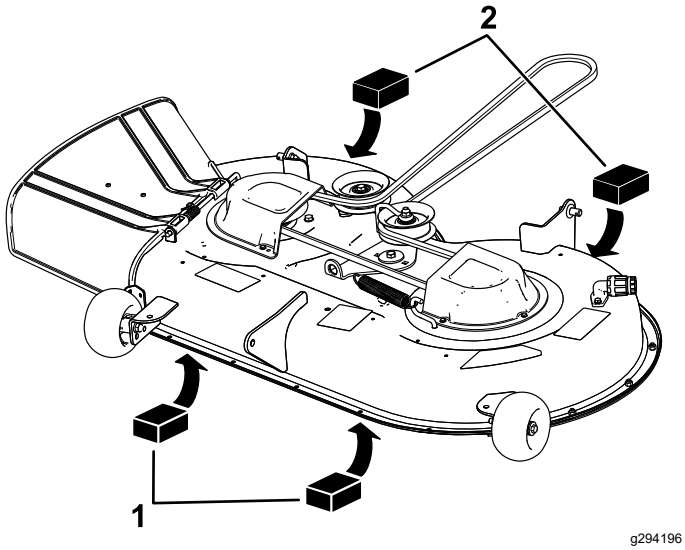

Figuur 67
4. Plaats 2 blokjes met een dikte van 6,6 cm onder elke kant van de voorste rand van het maaidek, maar niet onder de beugels van de antiscalpeerrollen (Figuur 67).
5. Plaats 2 blokjes met een dikte van 7,3 cm onder de achterste rand van de maaikast, één blokje aan elke kant van het maaidek (Figuur 67).